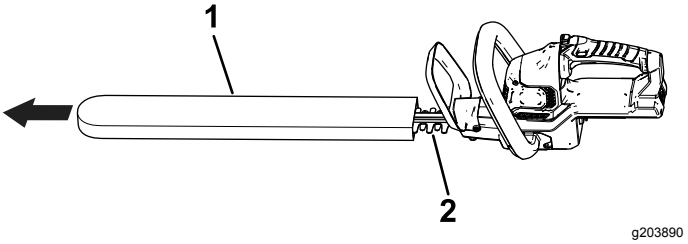

Figur 3
1. Fjern det beskyttende dekselet fra knivene (Figur 3).